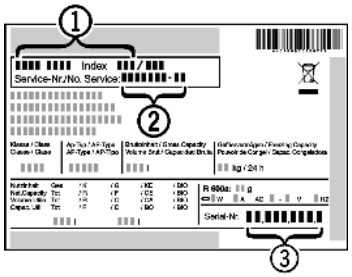

Fig. 37
▶ Read off the appliance name *Fig. 37 (1)*, service no. *Fig. 37 (2)* and serial no. *Fig. 37 (3)* from the model plate. The model plate can be found on the inside of the appliance on the left.